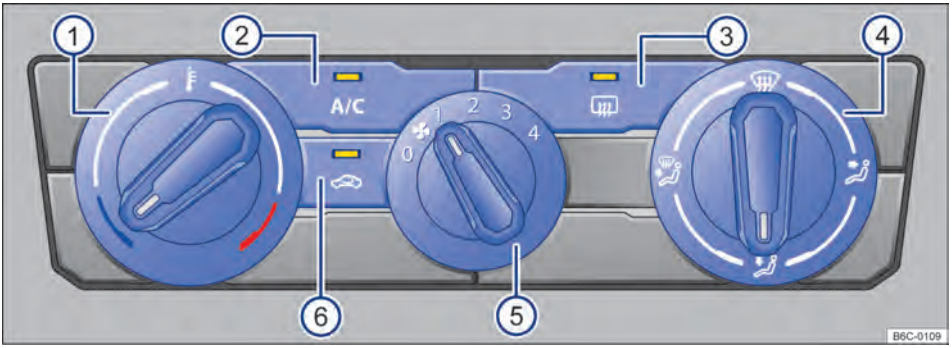

Fig. 85 Comandos do ar-condicionado.
– *Ar-condicionado:* girar o regulador do ventilador para o nível **0** → Fig. 85 ⑤.
– *Ar-condicionado:* girar o regulador rotativo esquerdo → Fig. 85 ①.
– *Ar-condicionado:* girar o regulador do ventilador → Fig. 85 (5).
– *Ar-condicionado:* girar o regulador da direita → Fig. 85 (4) para posição desejada.
– *Ar-condicionado:* girar o regulador direito para a posição → Fig. 85 (4).